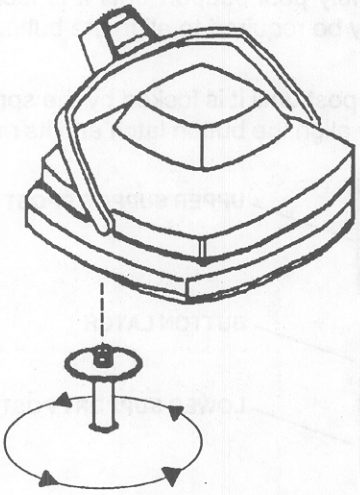

Figure 3-7. Handle.
f. Install a handle. Refer to figure 3-7.